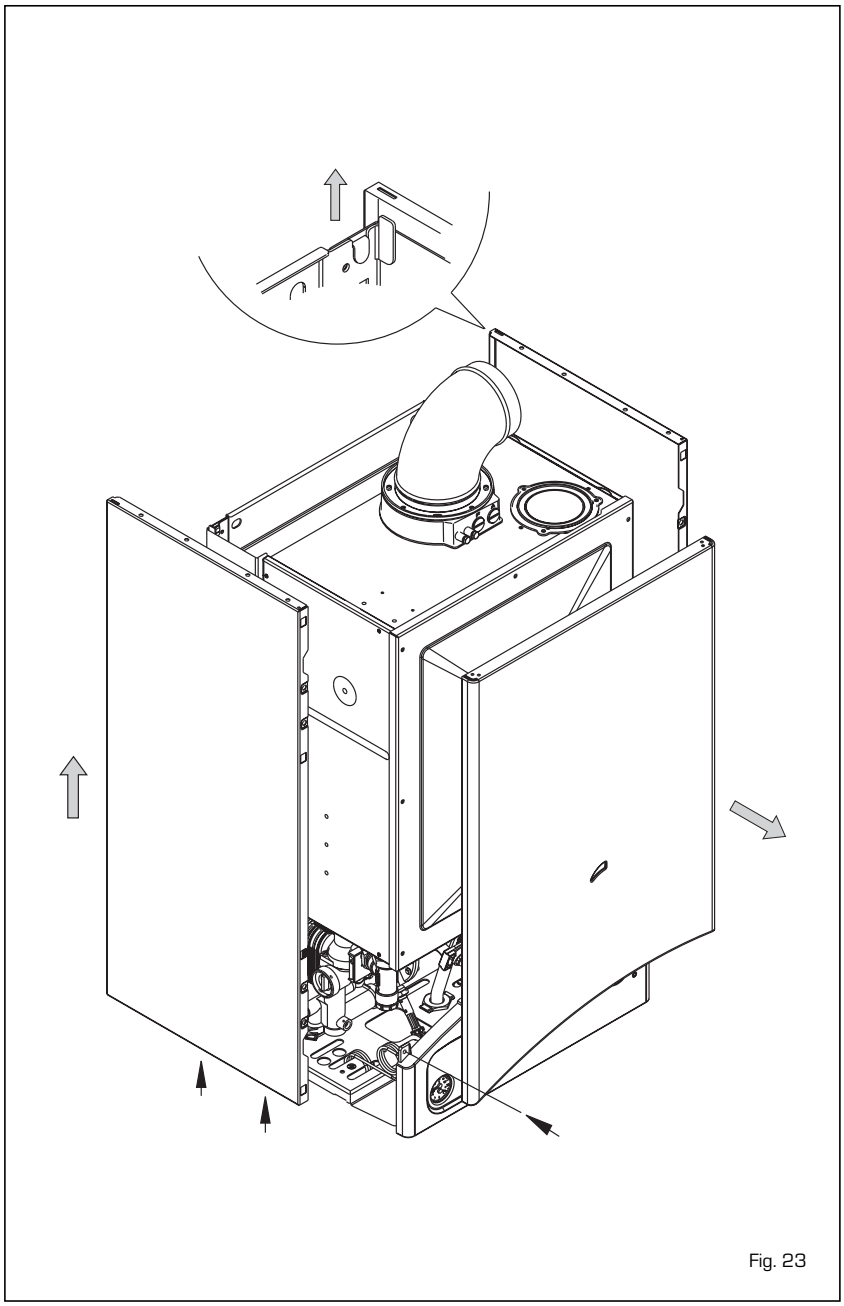

Fig. 23
- Régler la pression maximum en agissant sur l'écrou (3) et rechercher la valeur de pression maximum indiquée dans le Tableau 4.
- Maintenir l'écrou bloqué (3) et tourner la vis/écrou (2) pour rechercher la valeur de pression minimum indiquée dans le Tableau 4.
- Remettre le capuchon en plastique (1) sur le modulateur et sceller le tout, éventuellement avec une goutte de couleur.
4.6 DEMONTAGE DE LA JAQUETTE (fig. 23)
ou peut démonter complètement la jaquette en suivant les instructions de la fig. 23.